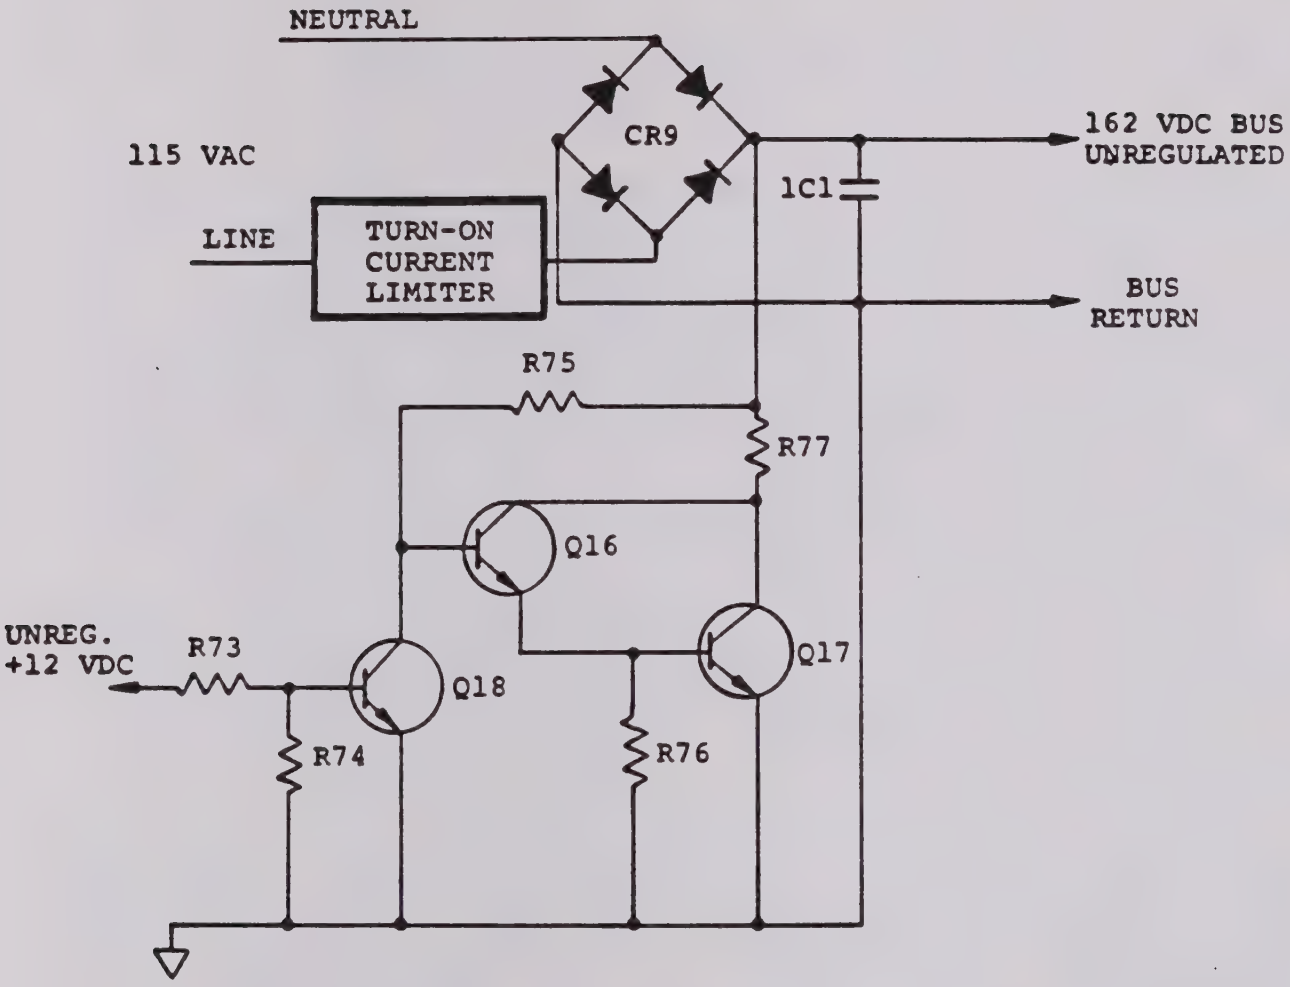

FIGURE 4-8 BUS RECTIFIER SIMPLIFIED SCHEMATIC
4.3.2.3 Bus Rectifier. A 160 VDC unregulated bus is required as an input to the Switch Regulator on the Power Processor PCB Assembly. This bus is generated by the combination of CR9 and capacitor 1C1. (1C1 is mounted on the chassis of the TWTA). The 115 VAC output of the Turn-on Limiter is fed to bridge rectifier CR9 and filtered by capacitor C1. As a safety measure, C1 is discharged by a special circuit whenever the TWTA is turned off. Figure 4-8 is a simplified schematic of the Bus Rectifier, capacitance filter, and discharge circuit. In normal operation, the combination of R73 and R74 (1K each) bias the base of Q18 to about 6.3 volts and Q18 is turned-on. When Q18 is on, this pulls the base of Q16 low and Q16 and Q17 are off. When the TWTA is turned-off, the unregulated 12.7 VDC bus rapidly decays. When this bus voltage falls below 2 VDC, Q18 shuts off and Q16 and Q17 turn-on. When Q17 is turned-on 1C1 is discharged through R77 (390 ohms).